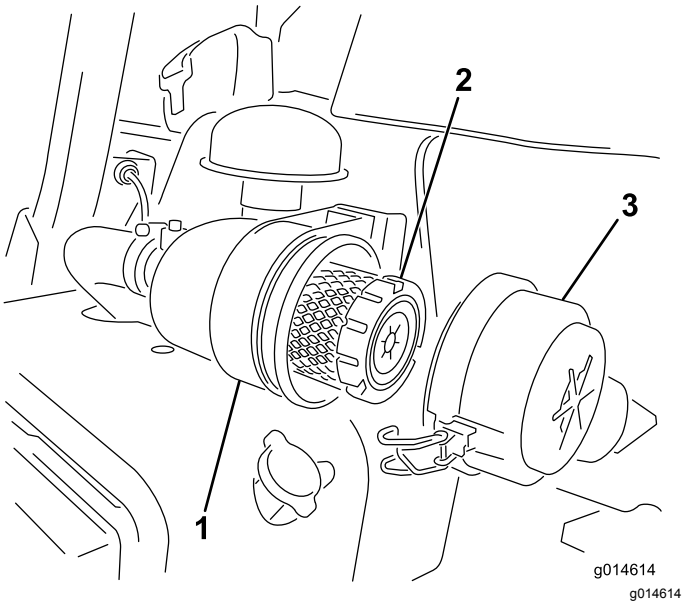

Figur 45
1. Åbn låsene, der fastgør luftfilterdækslet til luftfilterhuset (Figur 45).
6. Fastgør låsene (Figur 45).